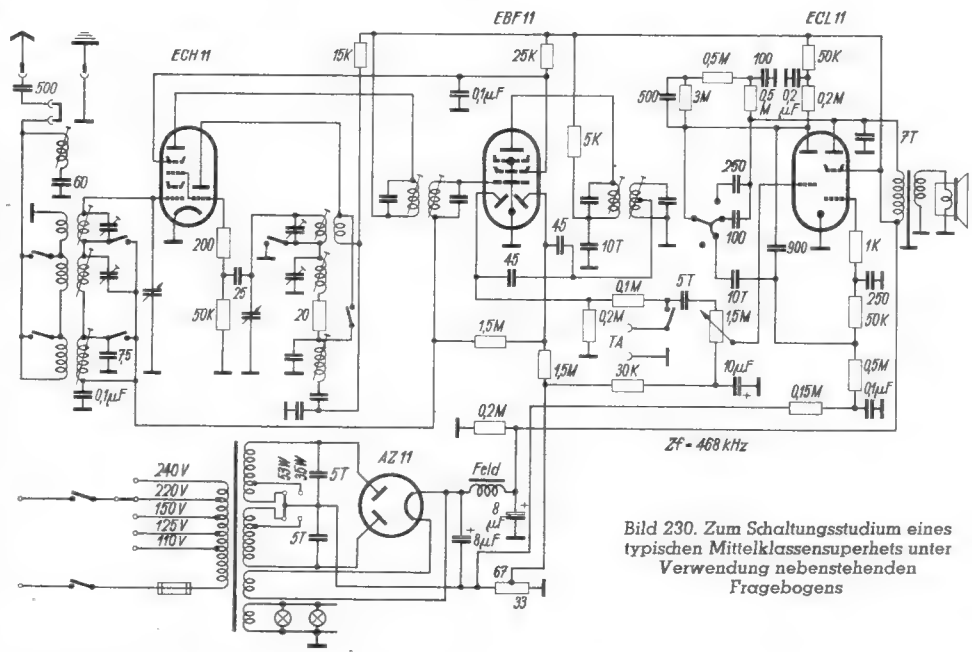

Bild 230. Zum Schaltungsstudium eines typischen Mittelklassensuperhets unter Verwendung nebenstehenden Fragebogens
1.	**Schaltung:** *Überlagerungsempfänger Bild 230, Zwischenfrequenz: 468 kHz*
Zur Schaltungsuntersuchung empfiehlt es sich, an Hand des abgebildeten Empfängerfragebogens systematisch Schaltungen durchzuarbeiten. Als Beispiel wird ein Standardsuper mit sechs Kreisen und vier Röhrensystemen behandelt (Bild 230). Die systematische Bearbeitung von Schaltungen unter Verwendung des Empfänger-Fragebogens erleichtert das Studium insbesondere komplizierter Schaltungen. Sie bildet ferner eine oft erwünschte Gedächtnisstütze beim Auswendiglernen von Schaltanordnungen.